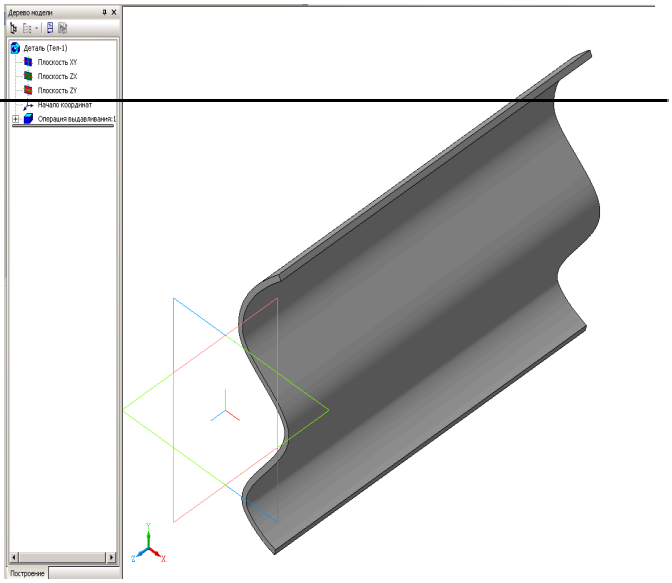

Рис. 2.28. Трехмерная модель пластины, построенная на основе эскиза Кривая Безье.
4.4. Сравните полученный результат с рис. 2.28.